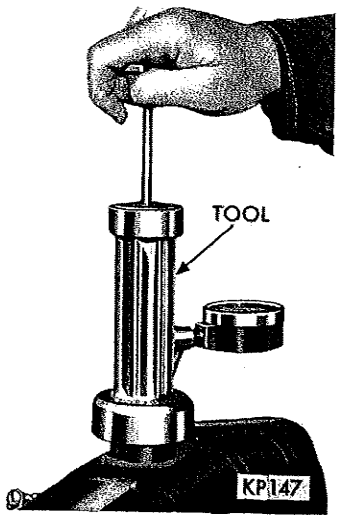

*Fig. 13—Pressure Testing Cooling System*
(1) For testing purposes only, fill the radiator to within ½ inch of the filler neck.
(2) Wipe the filler neck sealing surface clean.
(3) Attach a tester Tool C-3499 to the filler neck and apply 15 psi pressure (Fig. 13).